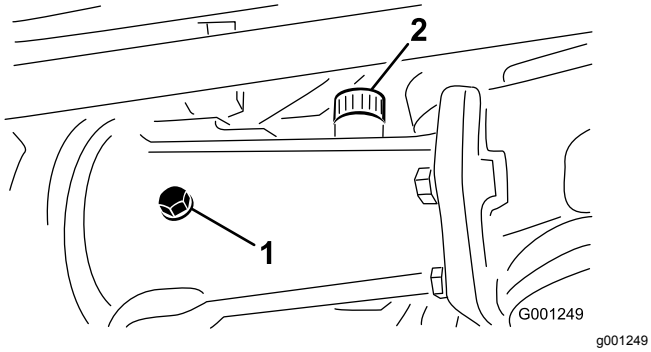
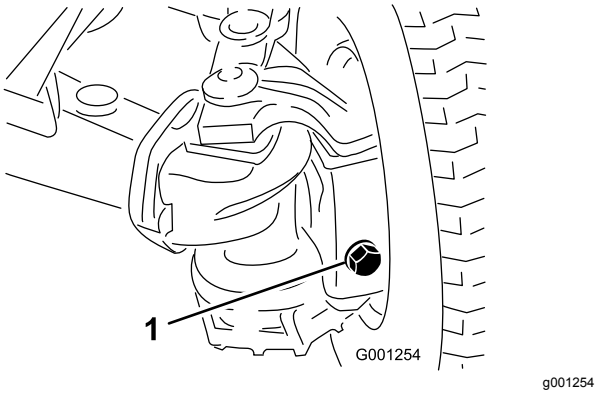

**Figur 59**
**Figur 60**
2. Fjern kontrolproppen fra centerakselhuset og akslen, og påfyldnings-/kontrolpropperne ved hvert udvendige akselhus (Figur 59 og Figur 60).
3. Kontroller, at smøreolien når op til gevindene i bunden af hvert aftapningshul (Figur 59 og Figur 60).
A. Hvis du fylder centerakselhuset, skal du fjerne påfyldningsproppen (Figur 59).
B. Fyld den angivne bagakselolie i akslens beholder(-e), indtil oliestanden når op til bunden af kontrolprophullerne (Figur 59 og Figur 60).
C. Hvis den er fjernet fra centerakselhuset, skal du påføre PTFE-gevindforsegling på gevindene på påfyldningsproppen og montere den i huset (Figur 59).
5. Sæt PTFE-gevindforsegling på gevindene på kontrolproppen fra centerakselhuset og påfyldnings-/kontrolpropperne fra de to udvendige akselhuse (Figur 59).
6. Monter kontrolproppen i centerakselhuset og påfyldnings-/kontrolpropperne i de to udvendige akselhuse (Figur 59 og Figur 60).
1. Drænprop (3)
8. Sæt PTFE-gevindforsegling på gevindene på kontrolproppen fra centerakselhuset og påfyldnings-/kontrolpropperne fra de to udvendige akselhuse. Se Kontrol af bagakselolien (side 53) og Figur 59 i Figur 60.
9. Monter kontrolproppen i centerakselhuset og påfyldnings-/kontrolpropperne i de to udvendige akselhuse. Se Figur 59 og Figur 60 i Kontrol af bagakselolien (side 53).